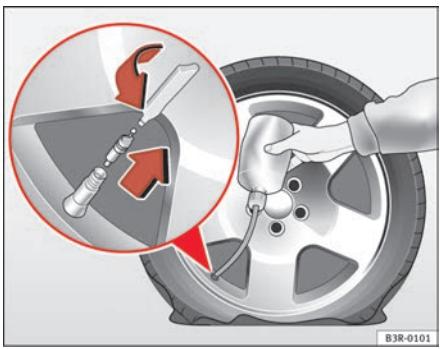

Fig. 195 Repairing a tyre
– Take the valve cap off the tyre valve and use the enclosed valve insert tool to unscrew the valve insert ⇒ page 254, fig. 195.